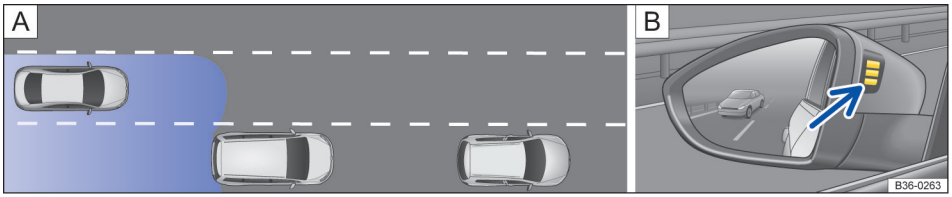
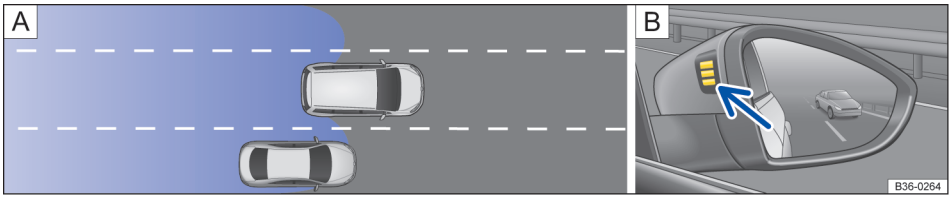

图 156 原理图：Ⓐ：后方有车超车的行驶状况。Ⓑ：左侧车外后视镜上的图示显示
图 157 原理图：Ⓐ：超车和并道的行驶状况。Ⓑ：右侧车外后视镜上的图示显示
在下列行驶状况下，车外后视镜中会亮起显示→ 图 156Ⓑ（箭头）或→ 图 157Ⓑ（箭头）：
- 当另一辆汽车正在超越本车时→ 图 156 Ⓐ。
- 在以约 10 km/h（6 mph）的速度差超越另一辆汽车时→ 图 157 Ⓐ。在明显快得多的超车过程时不会出现显示。